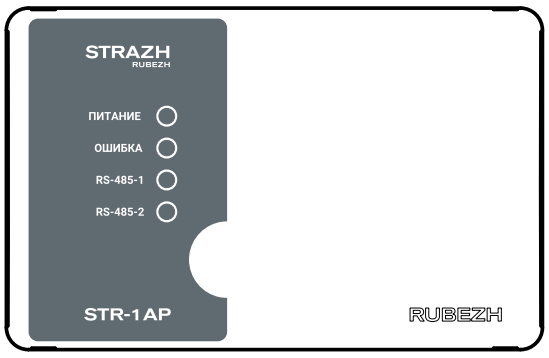

Рисунок 1 – Внешний вид модуля
5.1 Модуль конструктивно выполнен в пластиковом корпусе (рисунок 1) с креплением под шурупы или на DIN-рейку.